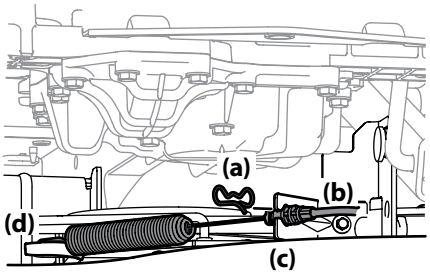

Figura 4-13
4. Extraiga el pasador de chaveta (a) que sujeta el cable de la PTO (b) al soporte (c) de la plataforma, deslice el cable de la PTO (b) fuera del soporte (c) y desenganche el resorte de la ménsula intermedia (d). Consulte la Figura 4-13.